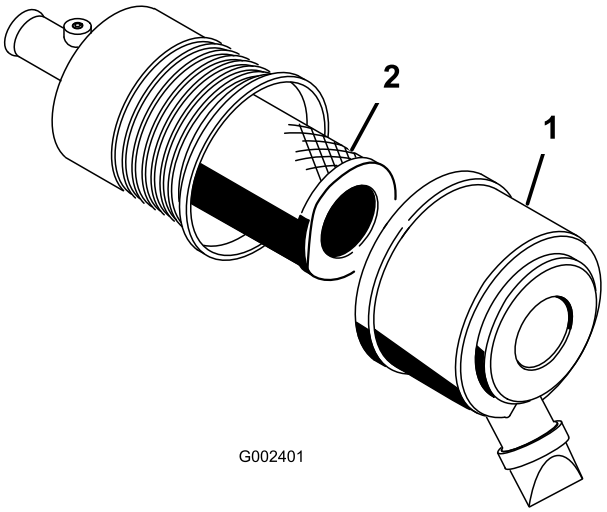

Figur 44
1. Åbn låsene på luftfilteret, og træk luftfilterdækslet af luftfilterhuset (Figur 44).
3. Skub forsigtigt primærfilteret ud af luftfilterhuset (Figur 44).
6. Hvis du skal udskifte sikkerhedsfilteret, skal du forsigtigt skyde det nye filter ind i filterhuset (Figur 44).
7. Skub forsigtigt primærfilteret over sikkerhedsfilteret (Figur 44).
8. Monter luftfilterdækslet med siden opad, og fastgør låsene (Figur 44).